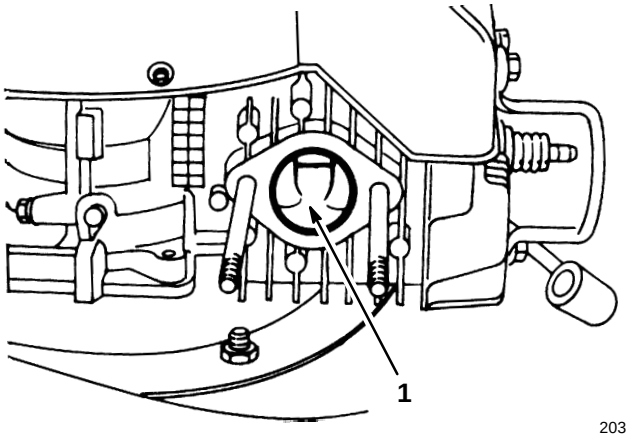

Figure 19
4. Slowly pull recoil starter so piston covers exhaust port (Fig. 19).
5. Clean carbon from exhaust port (Fig. 19) with flat, hard wood scraper.